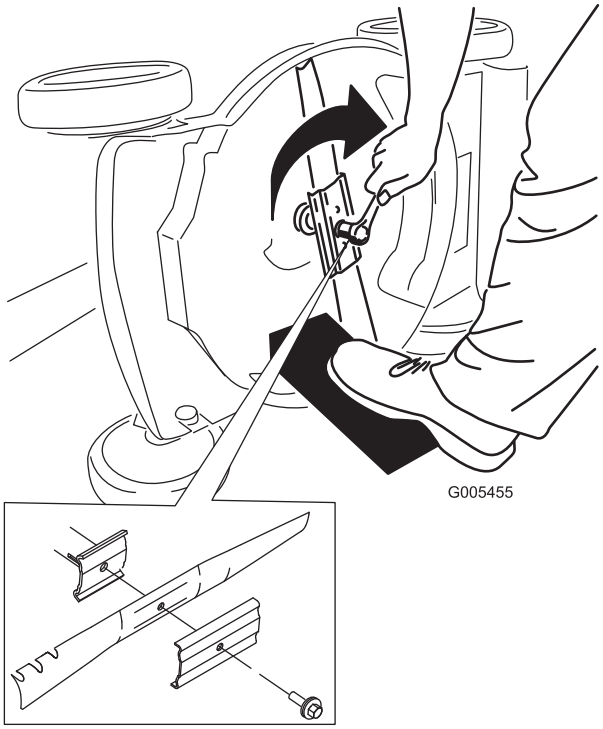

Bild 37
5. Setzen Sie das neue Messer und alle Schrauben auf (Bild 37).